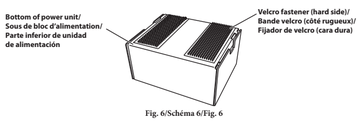

Fig. 6/Schéma 6/Fig. 6
1 Attach the velcro fastener (hard side) ⑪ to the bottom of the power unit ② (see Fig. 6).